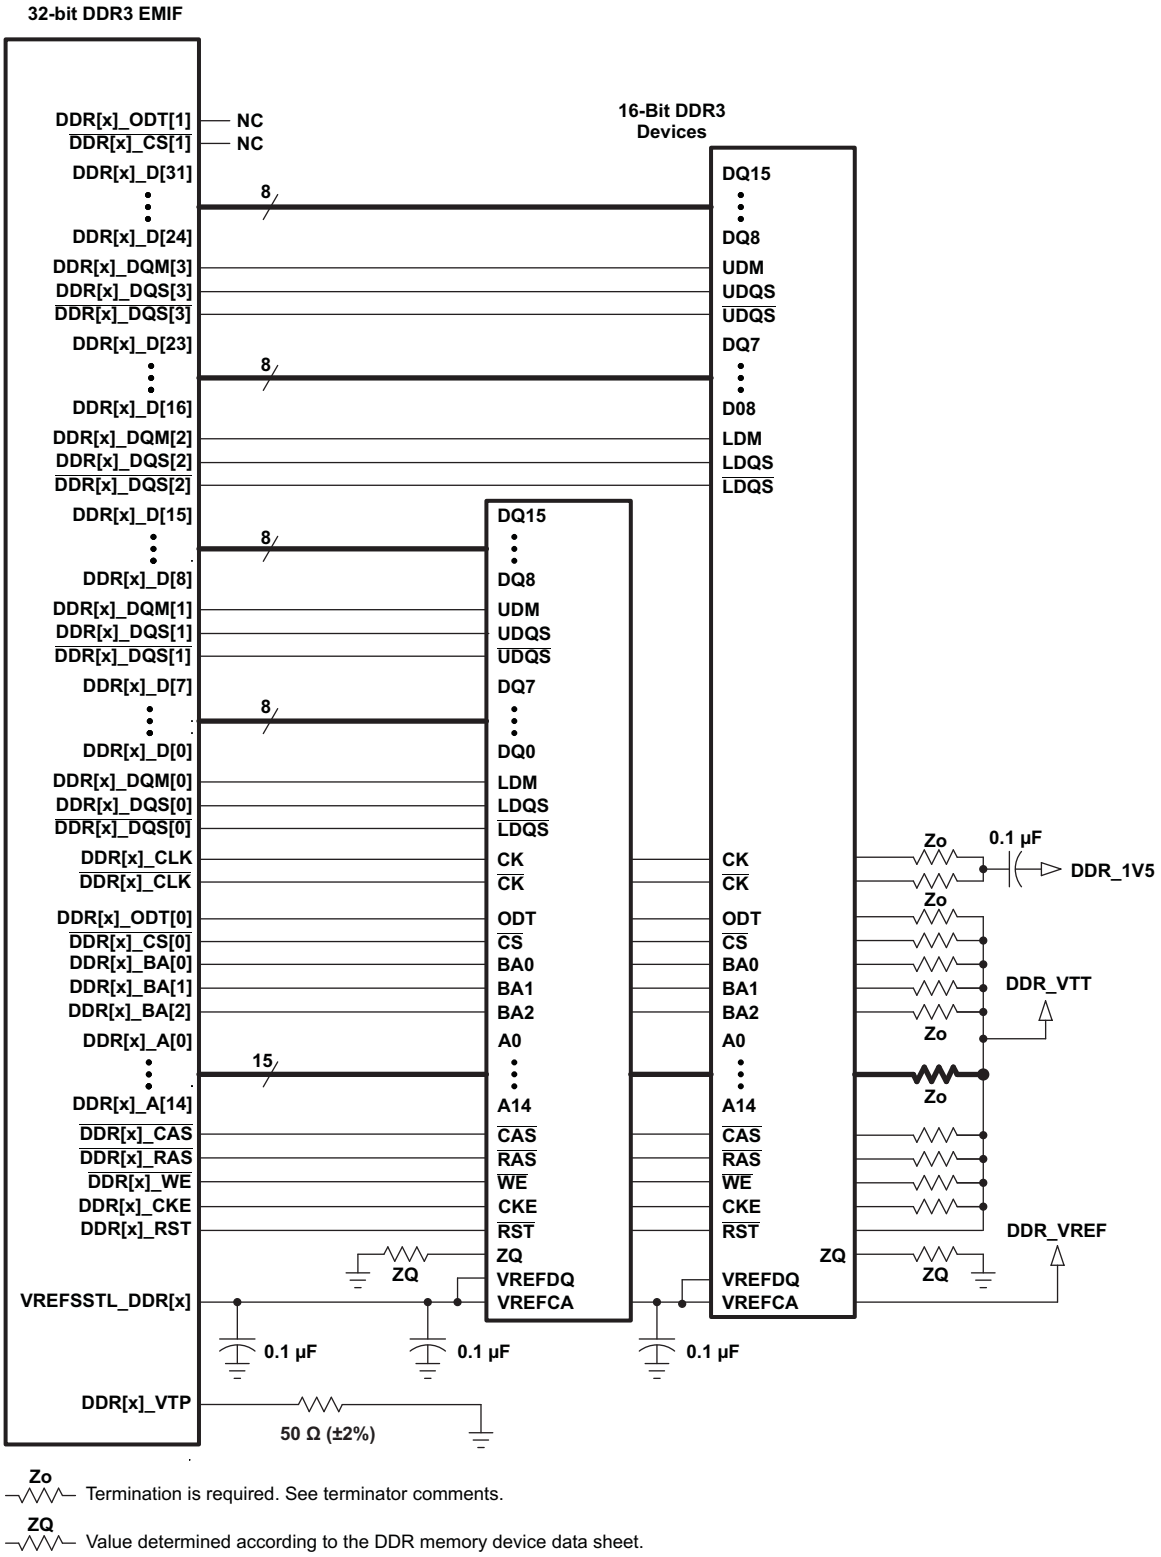
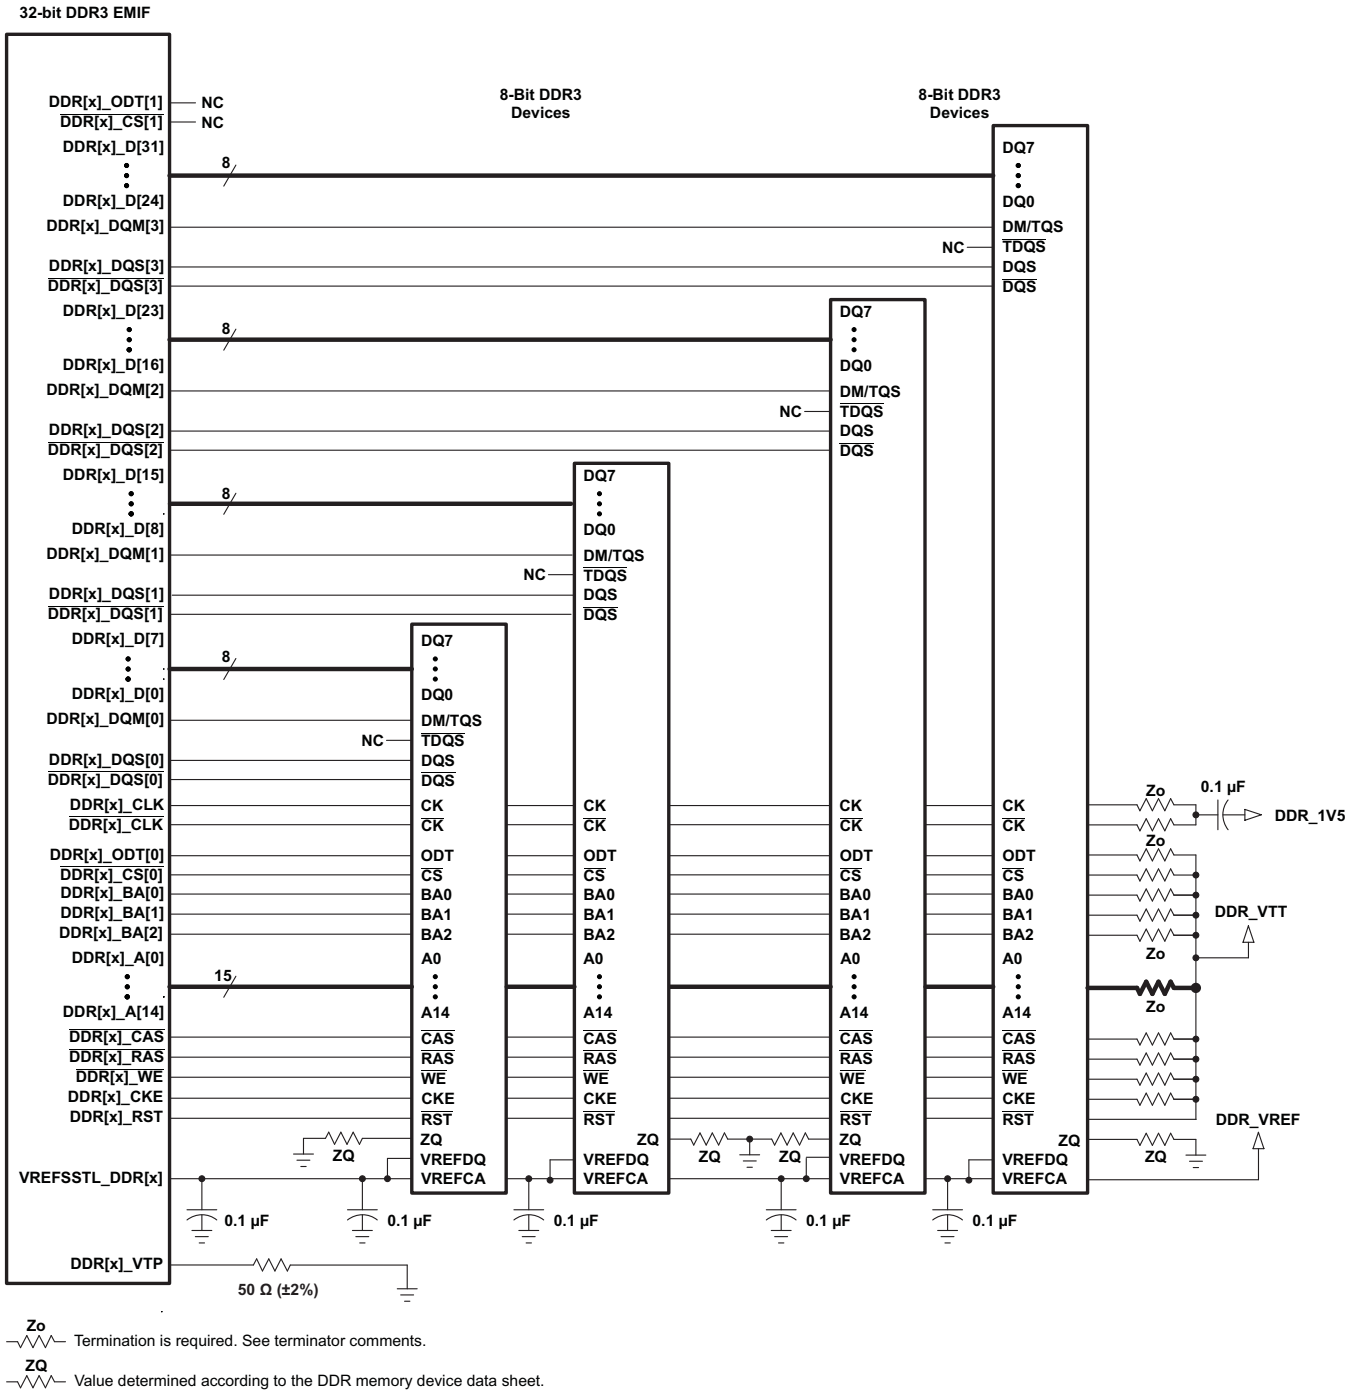

Figure 8-55. 32-Bit, One-Bank DDR3 Interface Schematic Using Two 16-Bit DDR3 Devices
Figure 8-56. 32-Bit, One-Bank DDR3 Interface Schematic Using Four 8-Bit DDR3 Devices
The DDR3 interface schematic varies, depending upon the width of the DDR3 devices used and the width of the bus used (16 or 32 bits). General connectivity is straightforward and very similar. 16-bit DDR devices look like two 8-bit devices. Figure 8-55 and Figure 8-56 show the schematic connections for 32-bit interfaces using x16 devices.
Note that the 16-bit wide interface schematic is practically identical to the 32-bit interface (see Figure 8-55 and Figure 8-56); only the high-word DDR memories are removed and the unused DQS inputs are tied off. The processor DDR[x]_DQS[2] and DDR[x]_DQS[3] pins should be pulled to the DDR supply via 1-kΩ resistors. Similarly, the $\overline{\text{DDR[x]_DQS[2]}}$ and $\overline{\text{DDR[x]_DQS[3]}}$ pins should be pulled to ground via 1-kΩ resistors.
(1) DDR3 speed grade depends on desired clock rate. Data rate is 2x the clock rate. For DDR3-800, the clock rate is 400 MHz.
(2) DDR3 devices with speed grades up to DDR3-1600 are supported; however, max clock rate will still be limited to 400 MHz as stated in *Switching Characteristics Over Recommended Operating Conditions for DDR3 Memory Controller*.
(3) For valid DDR3 device configurations and device counts, see Section 8.13.4.2.4, Figure 8-55, and Figure 8-56.